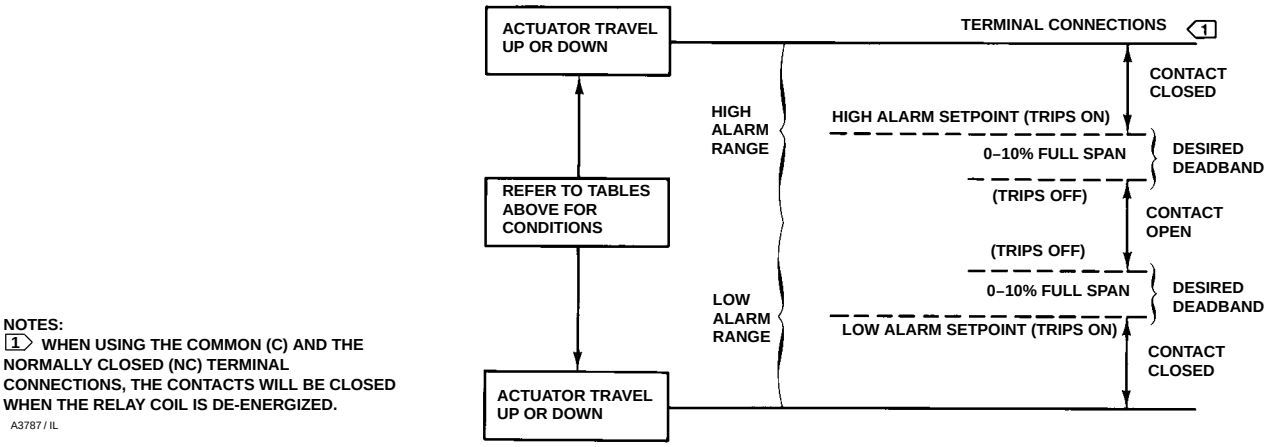

Figure 7. Transmitter and Position Switch Conditions
- A 4210 or 4220 transmitter (with position switches) obtains stem position from the input potentiometer and circuit electronics to provide a 4 to 20 milliampere output. The transmitter output connects to a terminal block mounted in the field wiring compartment. The high position switch circuit output controls relay K1 mounted on the field circuit printed wiring board, and the relay contacts connect to TB1. The low position switch circuit output controls relay K2, and the relay contacts connect to TB2. The relationship between the transmitter output, relay position switch outputs, and deadband is shown in figure 7. Deadband is the difference between trip and reset points of a relay.
The high position switch circuit output controls relay K1 mounted on the field circuit printed wiring board and the relay contacts connect to TB1. The low position switch circuit output controls relay K2 and the relay contacts connect to TB2. The relationship between the transmitter output, relay position switch outputs, and deadband is shown in figure 7. Deadband is the difference between the trip and reset points of a relay.
Calibration of the instrument consists of adjusting the zero and span of the transmitter and/or adjusting the high and low position switches for a specific travel. The high and low position switches also have deadband adjustments that are made during the calibration procedures. Refer to figure 7 for transmitter and position switch conditions.
The “high” and “low” designations refer to the voltage output of the position potentiometer. See figure 7 for relationship to valve or actuator travel.
The potentiometer alignment procedures must be performed before calibrating the position switch circuits. For transmitter and position switch switch conditions, refer to figure 7 while performing the following calibration:
2. Stroke the valve or device to the point of travel where the high position switch is to operate (see figure 7).
2. Stroke the device to the point of travel where the low position switch is to operate (See figure 7).